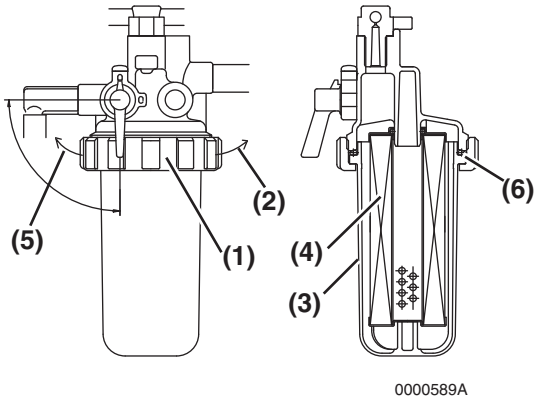

Figure 5-14
3. Turn the retaining ring **(Figure 5-14, (1))** to the left **(Figure 5-14, (2))**.
4. Carefully remove the cup **(Figure 5-14, (3))** and pour the fuel into an approved container and dispose of waste properly. Hold the bottom of the cup with a shop towel to prevent the fuel from dripping. Wipe up any spills immediately.
5. Remove the element **(Figure 5-14, (4))** by pulling it down.
8. Check the condition of the cup O-ring **(Figure 5-14, (6))**. Replace if necessary.
9. Reinstall the cup to the mounting flange and turn the retaining ring **(Figure 5-14, (1))** to the right **(Figure 5-14, (2))**. Hand-tighten only.